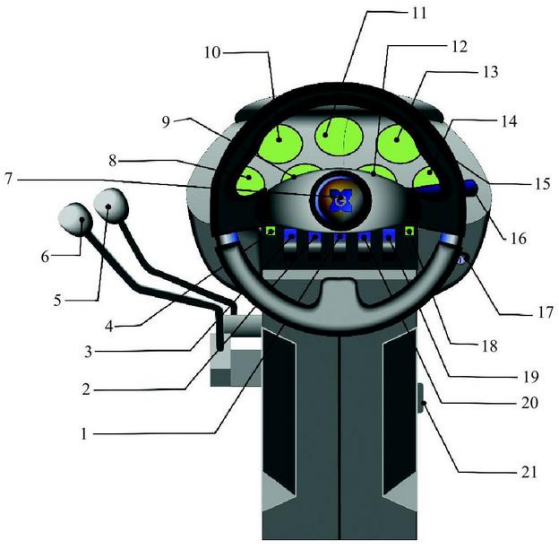

Figura 1. Controles e painel de instrumentos
- Controles e instrumentos (consulte a Figura 1)